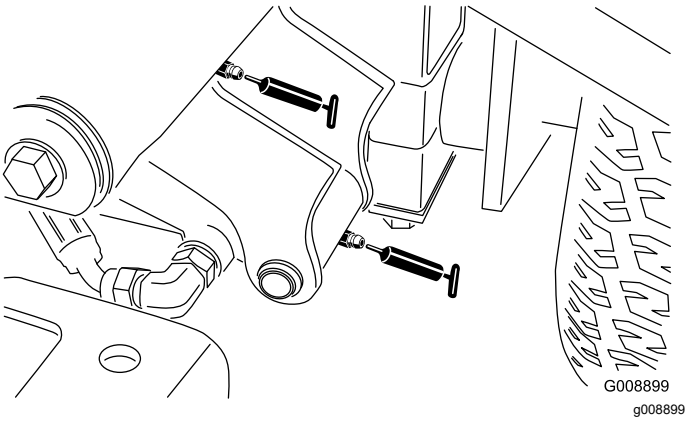

**Figur 65**
- Den främre vänstra lyftarmens svängpunkt och lyftcylinder (två nipplar – Figur 65)